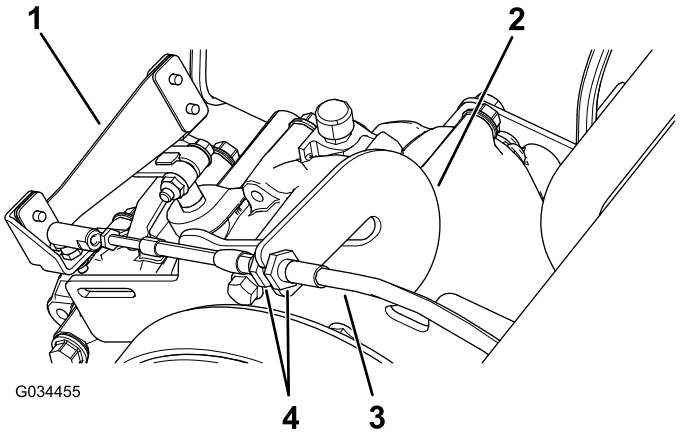

Bild 61
1. Lösen Sie die Klemmmuttern am Bowdenzug und stellen sie ggf. ein (Bild 61).
2. Testen Sie die Ganghebelstellung, indem Sie den Ganghebel auf drei unterschiedliche Stellungen drehen. Prüfen Sie, ob der Ganghebel (Bild 61) richtig beim Ändern der Gänge schaltet, siehe Ganghebel und Ganghebelanzeige (Seite 14).